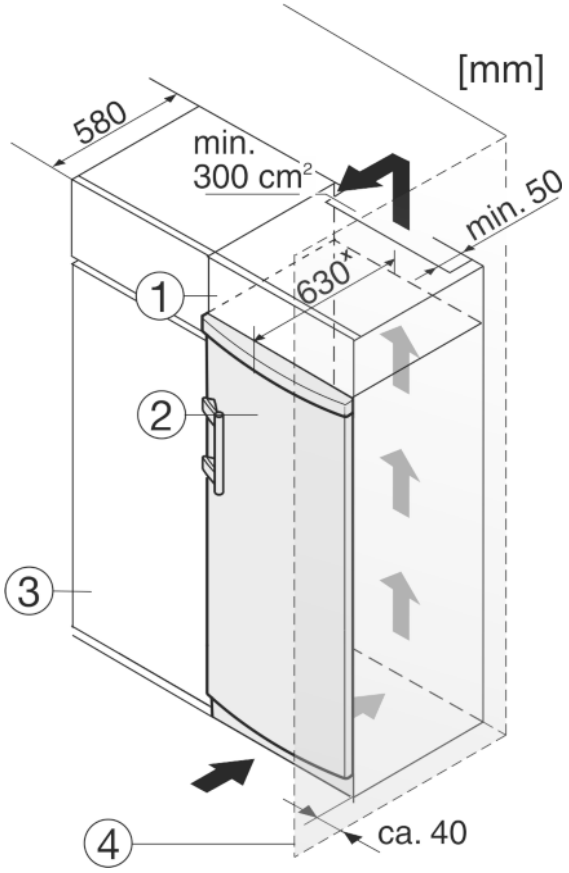

Fig. 10
The appliance can be built into kitchen units. A top cupboard *Fig. 10 (2)* can be added above the appliance in order to bring the appliance *Fig. 10 (1)* up to the height of the fitted kitchen units.
When installing with kitchen units (max. depth 580 mm), the appliance can be positioned directly next to the kitchen cabinet *Fig. 10 (3)*. The appliance will project by 34 mm x at the sides and 50 mm x in the centre of the appliance in relation to the kitchen cabinet front.
If the appliance is installed with the hinges next to a wall *Fig. 10 (4)*, the distance between appliance and wall has to be at least 40 mm. This corresponds to the projection of the handle when the door is open.